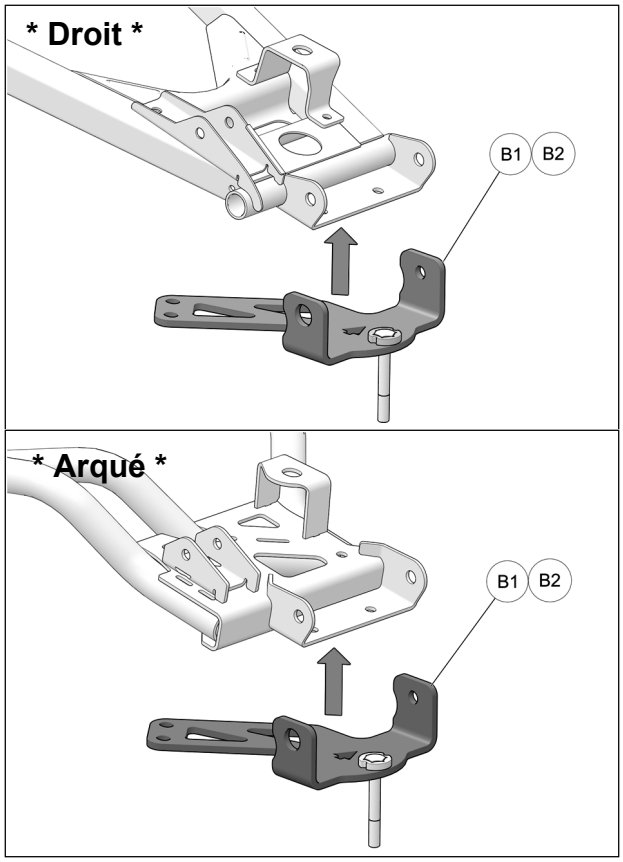

Fig. 6
6. Placer l'ancrage (**B1**-**B2**) sous le bras de suspension inférieur. Fig. 6